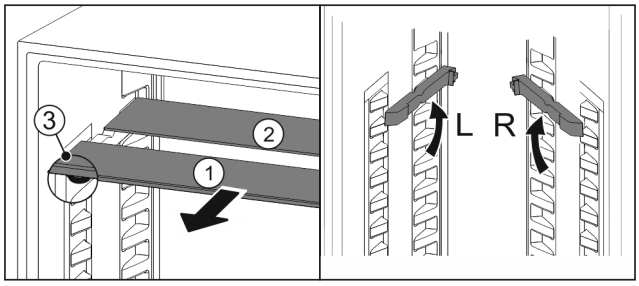

Fig. 189
▶ 将玻璃隔板逐个向前拉出 *Fig. 189 (1)*。
▷ 带装饰条的玻璃隔板 *Fig. 189 (1)*在前。
▷ 阻挡装置 *Fig. 189 (3)*指向下方。